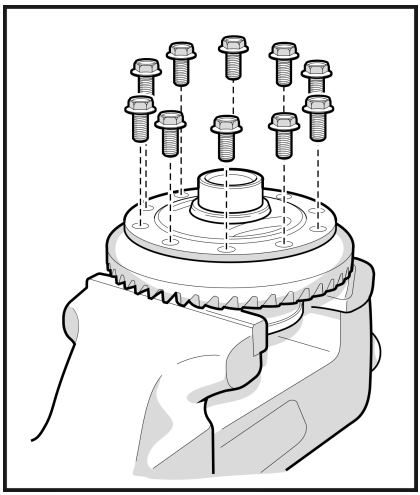

Рис. 7
**2.1** Закрепите штатный дифференциал в тисках с губками из мягкого металла, и открутите болты крепления ведомой шестерни. (**Рис. 7**)